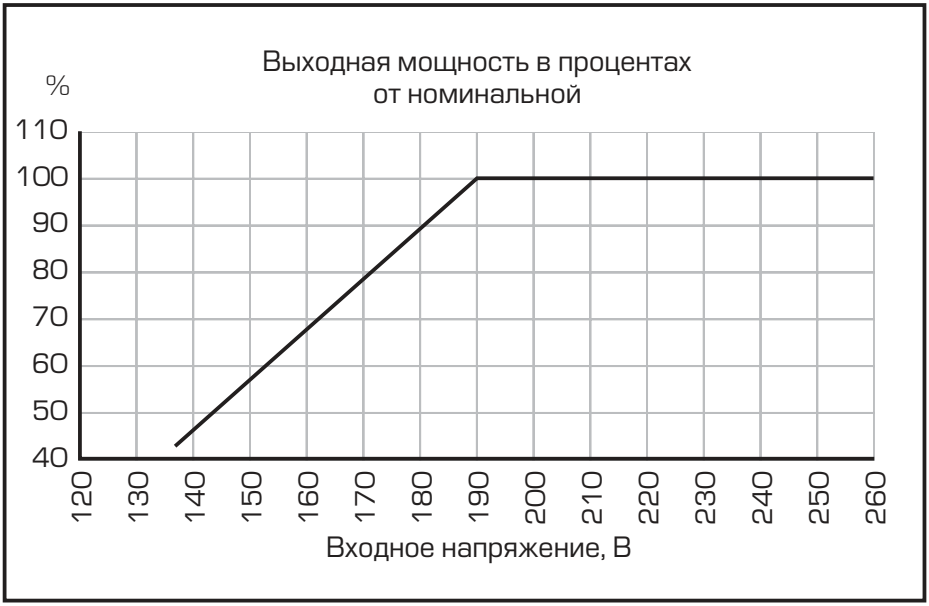

рис.1
*Расчет мощности произведен для работы стабилизатора при входном напряжении от 190 В. Если напряжение ниже 190 В, необходимо учитывать поправку согласно рис.1.